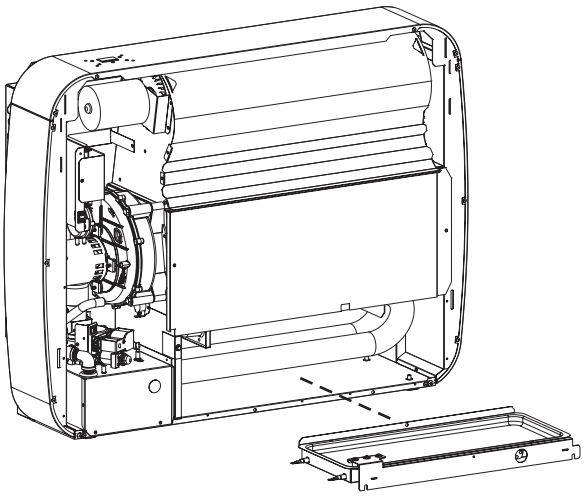

Figure 5
7. Retirer l'assemblage de plateau chauffant et l'insérer dans le bas du compartiment de l'échangeur de chaleur de l'appareil. S'assurer de ne pincer aucun fil. **Voir Figure 5.**